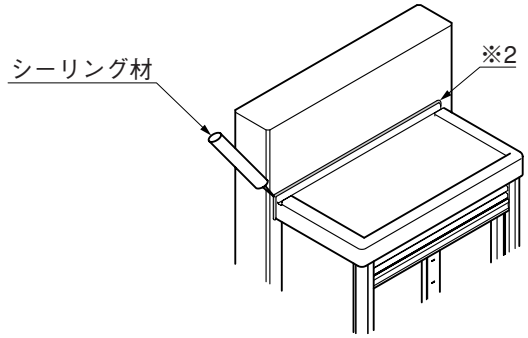

図10-3
❹屋根の壁柱に接する部分（※2）を外側からシーリング材でシーリングしてください。（図10-3参照）